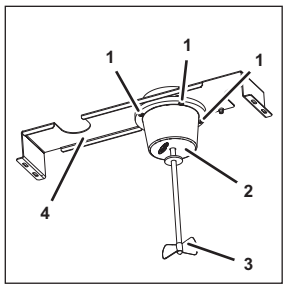

Fig. 31
5. Remove the agitator blade (Fig. 31/3) from the agitator motor (Fig. 31/2).
6. Remove the fastening bolt (Fig. 31/1) from the agitator motor (Fig. 31/2).
7. Attach the new agitator motor (Fig. 31/2) to the agitator motor mount (Fig. 31/4) using the fastening bolts (Fig. 31/1).
8. Attach the agitator blade (Fig. 31/3) to the new agitator motor (Fig. 31/2).
Secure the agitator blade (Fig. 31/3) by applying Loctite.
9. Position the new agitator motor mount (Fig. 31/4) within the unit.